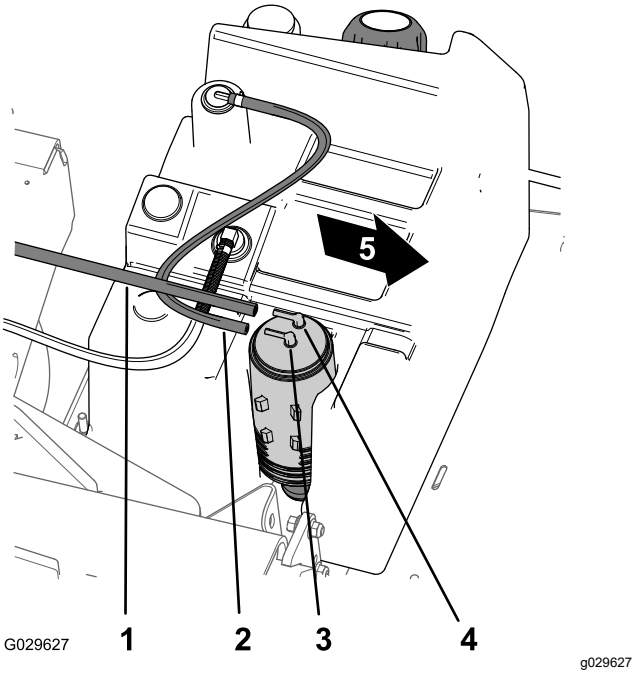

Figur 47
1. Koppla bort vakuumslangen från kopplingen på kolkanistern som är märkt ”Purge” (Figur 47).
2. Koppla bort bränsletanksslangen från kopplingen på kolkanistern som är märkt ”Fuel Tank” (Figur 47).
8. Anslut vakuumslangen till kolkanisterns koppling som är märkt ”Purge” och bränsletanksslangen till kopplingen som är märkt ”Fuel Tank” (Figur 47).